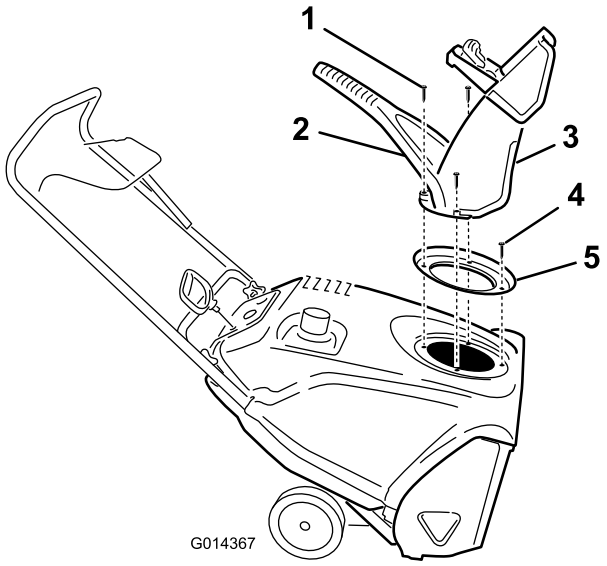

Figure 33
3. Enlevez les 3 grandes et la petite vis pour pouvoir déposer l'éjecteur, la poignée de l'éjecteur et le joint de l'éjecteur (Figure 33).